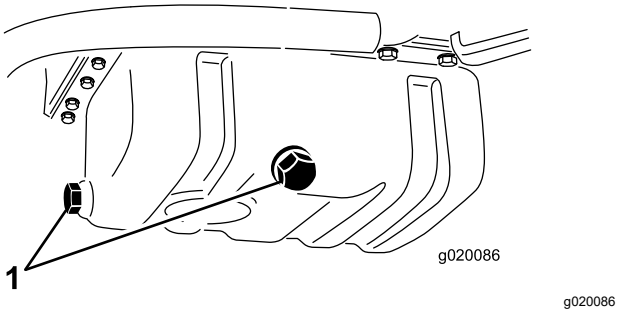

Figur 51
2. Fjern enten tappepluggen (Figur 51) og la oljen renne ut i en beholder. Når oljen slutter å renne, setter du tappepluggen på igjen.